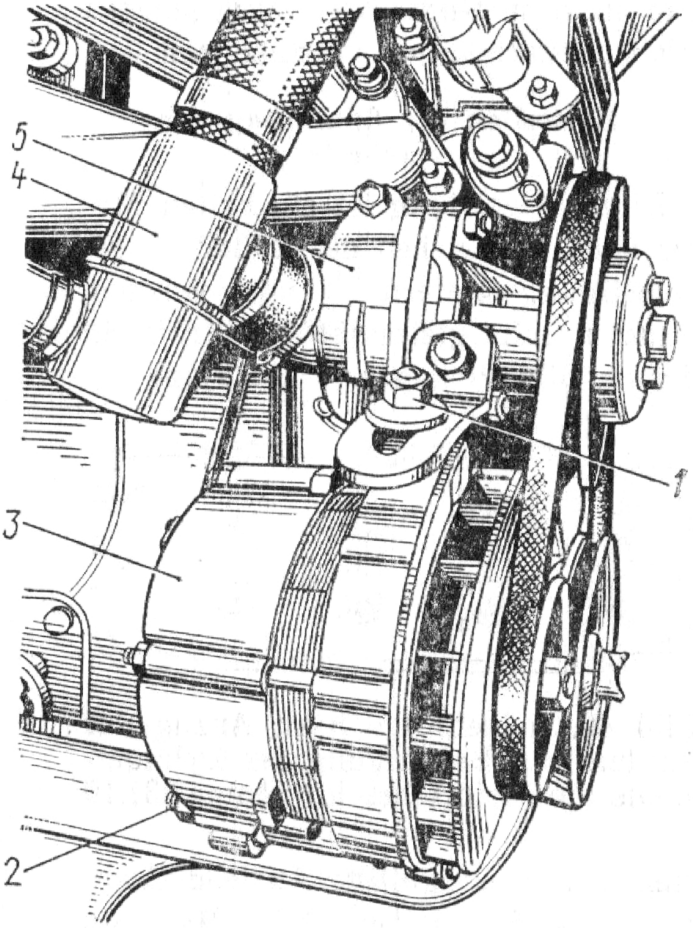

Bild 48. Einstellen der Spannung des Antriebsriemens für Lichtmaschine und Wasserpumpe des Motors 2106-70:
1. Mutter *1* (Bild 48) für Befestigung der Lichtmaschine an der Einstelleiste lösen.